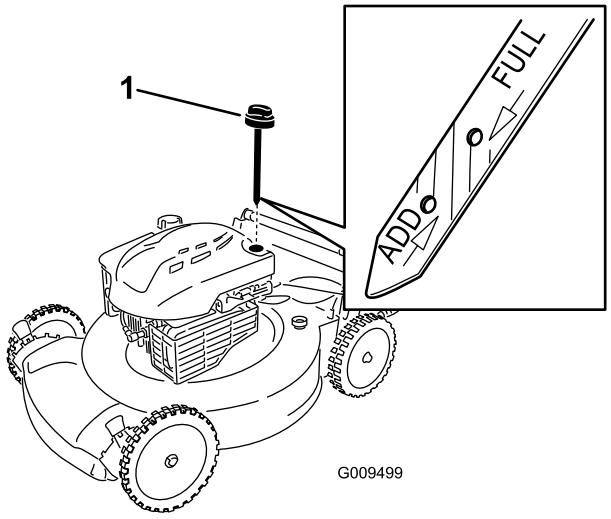

Figura 10
2. Togliete l'asta di livello (Figura 10).
5. Rimuovete l'asta di livello e controllate il livello dell'olio sulla stessa; vedere Figura 10.